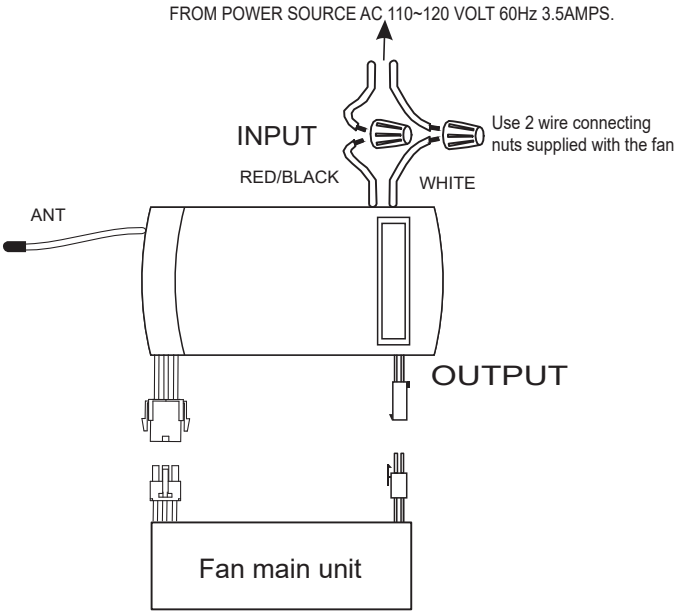

FIG.1
2 .For installing to junction box, secure the junction box directly to the building structure. Use appropriate fasterners and building materials. The junction box and its support must be able to fully support the moving weight of the fan (at least 100lbs). Use a UL listed metal junction box (Not Included). Do not use a plastic junction box. Figure1 & 2 examples to mount the junction box (Not Included).
d. Make connections as follows, using the wire nuts supplied: (FIG.1)